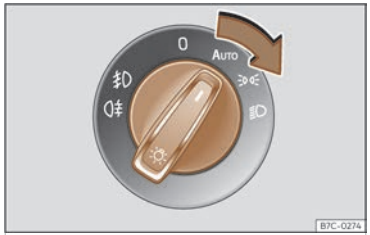

Fig. 77 Tablero de instrumentos: mando de las luces.
• Conecte el encendido y gire el mando de las luces a la posición deseada ››› **fig. 77**: